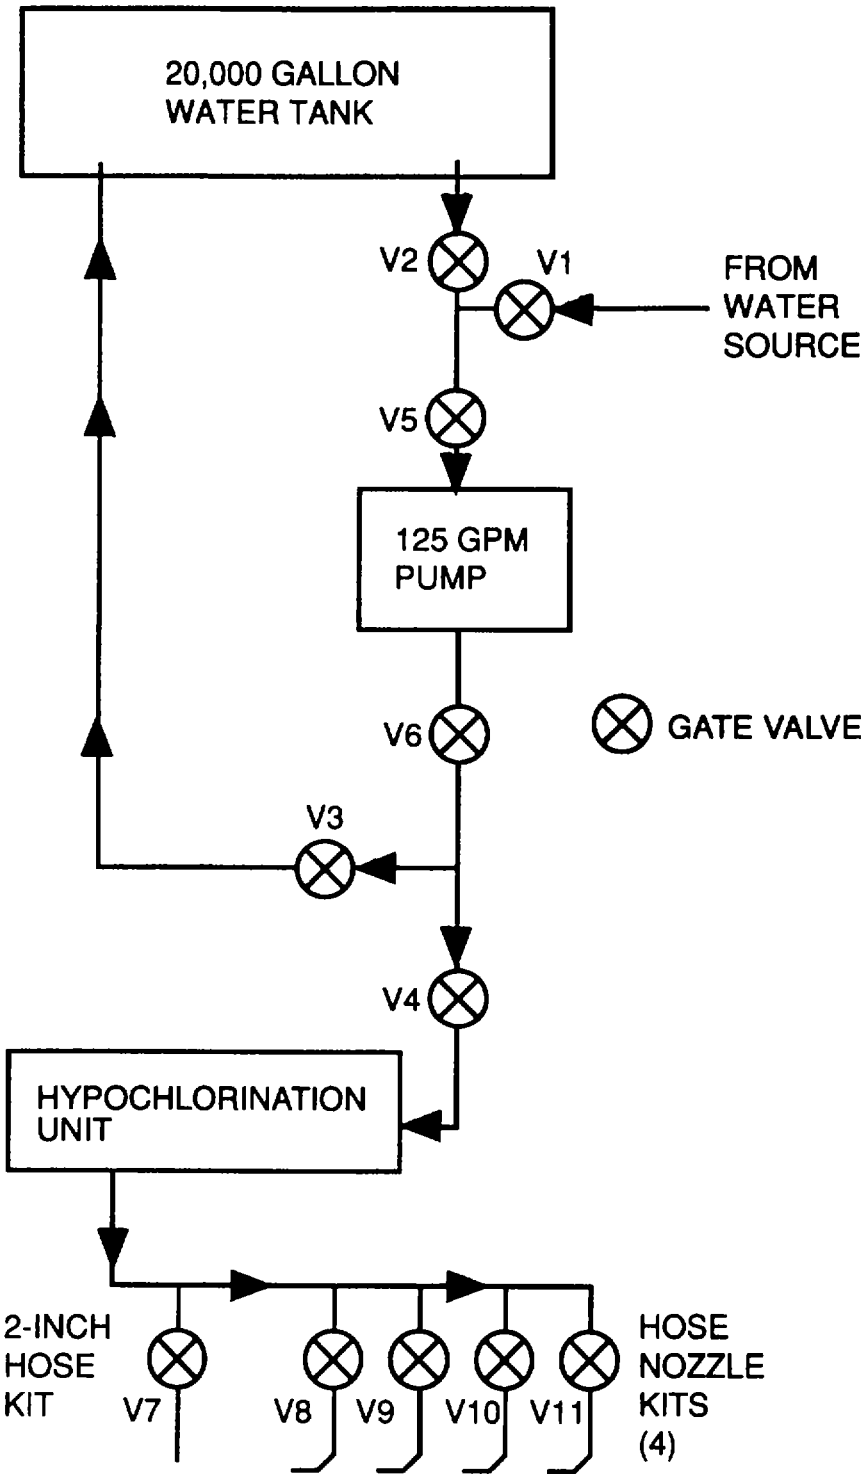

Figure 2-9. Water System Control Valves
b. Water System Diagram. Refer to Figure 2-9. Water flow to and from the collapsible fabric tank is controlled by gate valves identified by the prefix "V." By opening or closing the respective gate valves, the tank may be filled or discharged.
c. Startup. Refer to Figure 2-9.
Discharge Mode. Refer to Figure 2-9.
(11) When discharge mode is complete, shut down the 125 gpm pump (refer to the applicable TM).
d. Shutdown. Refer to Figure 2-9.
(1) Shut down 125 gpm pump. Refer to the applicable TM.
(2) Close gate valves V1 through V11 (if open).
(3) Shut down hypochlorination unit. Refer to the applicable TM.